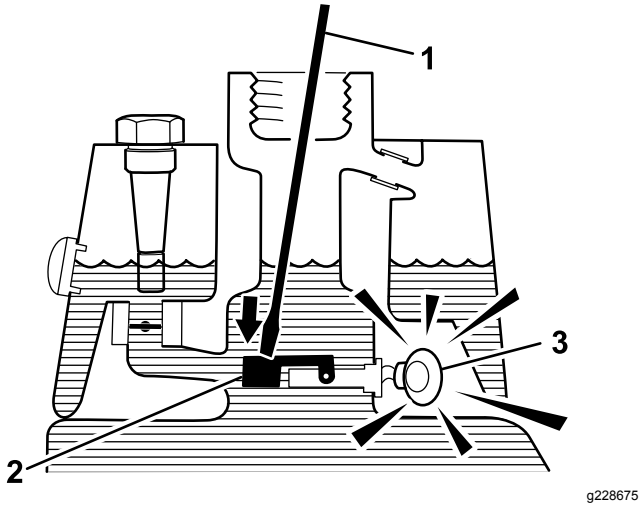

Figur 54
3. Sæt en ren stang eller skruetrækker ind i tankens studs og tryk forsigtigt ned på svømmerkontakten (Figur 54): Alarmen bør lyde efter et sekunds forsinkelse.